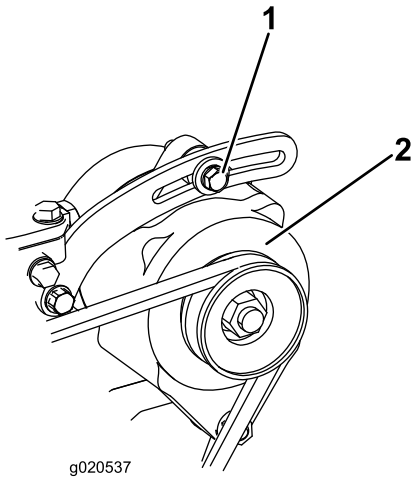

Figur 100
1. Hvis afbøjningen ikke er 10 mm, skal generatorens monteringsbolte løsnes (Figur 100).